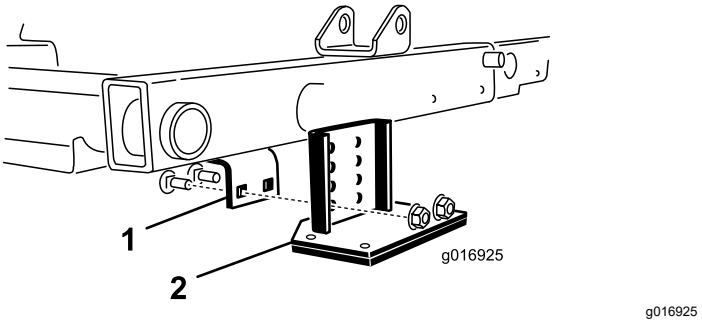

Figur 40
2. Find rammebeslaget over den midterste klippeenhed (Figur 40).
3. Tryk ned på frontrullen over den midterste klippeenhed og bemærk hvilke af tippebeslagets huller, der flugter med hullerne på rammebeslaget, således at der opnås den samme rullekontakt, når tippebeslaget er monteret (Figur 40).
4. Sænk klippeenhederne, og monter tippebeslaget på rammen med de to bræddebolte og to møtrikker, der følger med sættet (Figur 40).